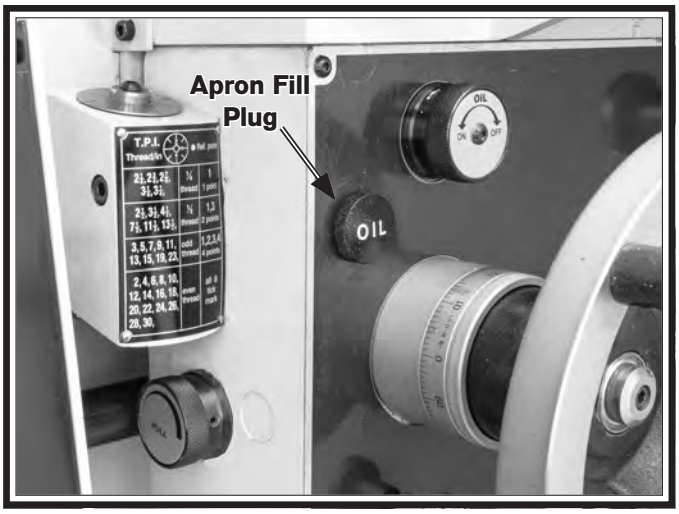

Figure 65. Apron oil fill and flow control.
2. Remove fill plug (see **Figure 65**), and remove drain plug using a 5mm hex wrench.